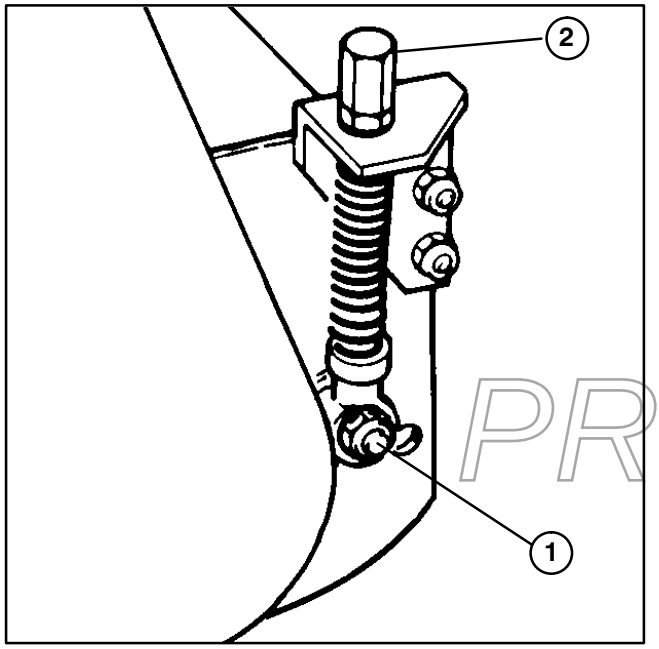

Figure 15
B. If no contact−loosen the adjuster locking nut on each adjuster (Fig. 15). Then, equally turn each adjuster knob clockwise until light contact is felt and heard.
1. Lock each cutting unit in the fixed position (Refer to Cutting Unit Orientation, Fig. 15). Set the reel to bedknife adjustment and height−of−cut adjustment.